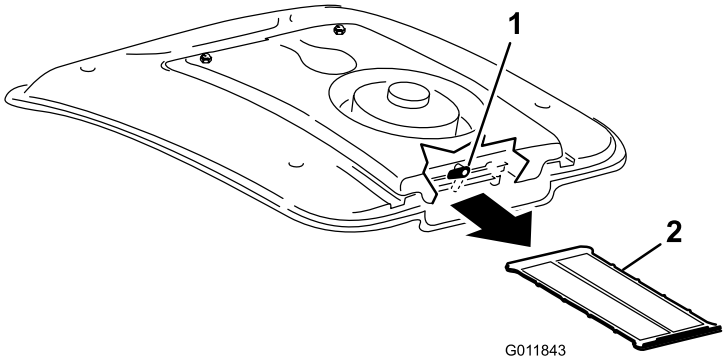

Figura 74
2. En la parte trasera del soporte del ventilador, gire el cierre a un lado (Figura 74).
3. Retire el filtro del aire acondicionado de debajo del serpentín del aire acondicionado (Figura 74).
4. Limpie la rejilla a fondo con aire comprimido (Figura 74).